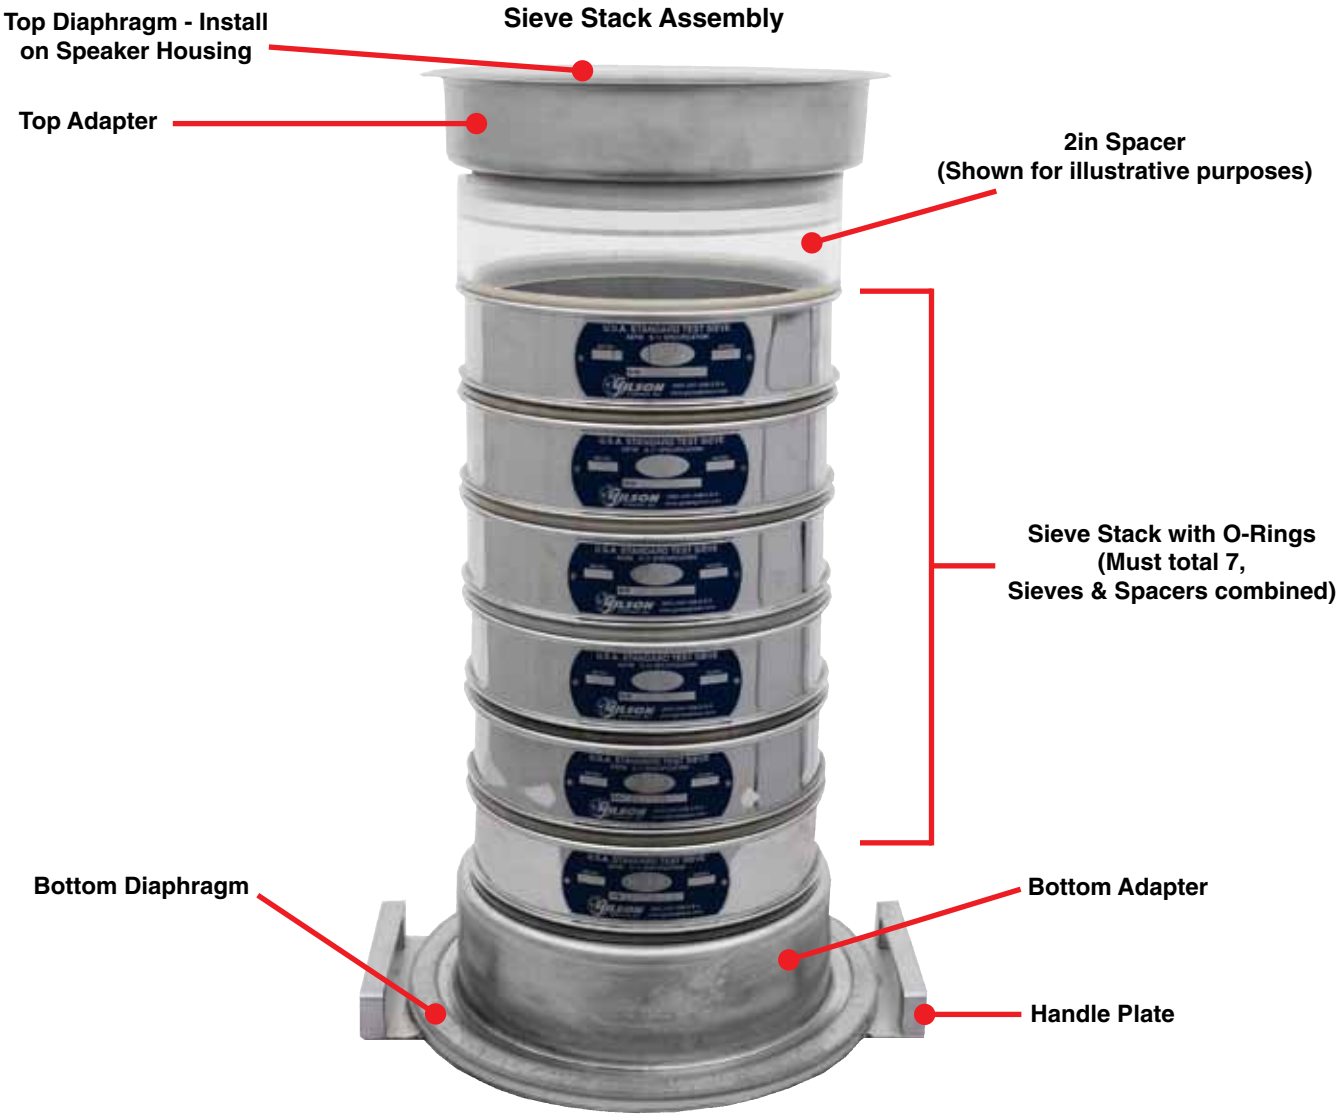

Figure 5.0
A. Select desired sieves for testing. Sieve Stack Assembly must consist of seven sieves. If fewer sieves are used, the appropriate number of spacers must be added (see Figure 5.0). Mixing of wire-woven and precision sieves in the same stack is not recommended. O-rings must be used to maintain proper height of the sieve stack to engage the interlock.